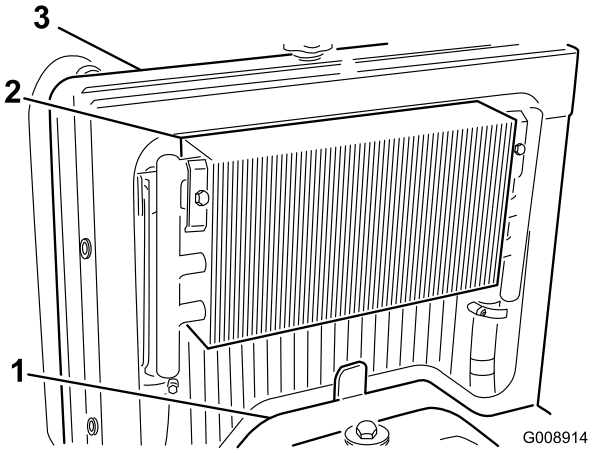

Figur 50
2. Ta bort åtkomstpanelen (Figur 50).